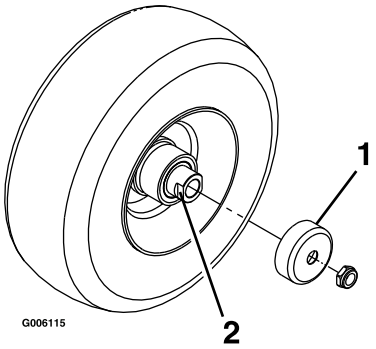

Figur 42
3. Fjern beskyttelsespakningene fra hjulnavet (Figur 42).